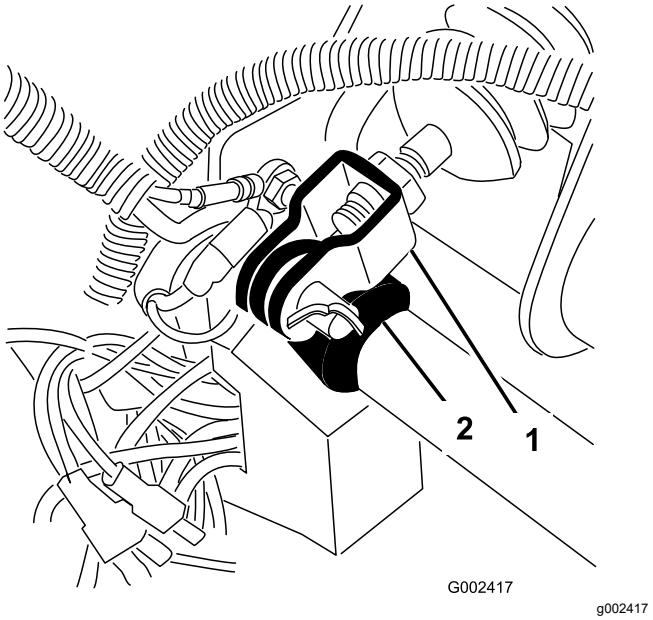

Figur 65
1. Fjern splinten og splittpinnene som fester hovedsylinderkrysshodet til bremsepedaltappen (Figur 65).